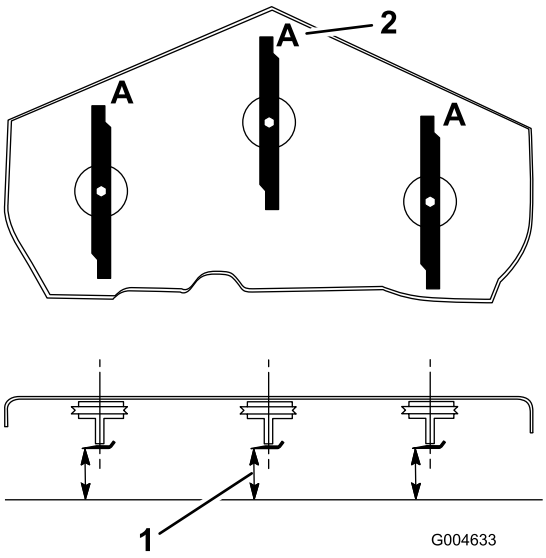

Figuur 66
3. Draai de messen totdat de uiteinden in de lengterichting liggen (Figuur 66). Meet de afstand tussen een horizontaal oppervlak en de snijrand, stand **A**, van de messen (Figuur 66). Noteer deze afstand.